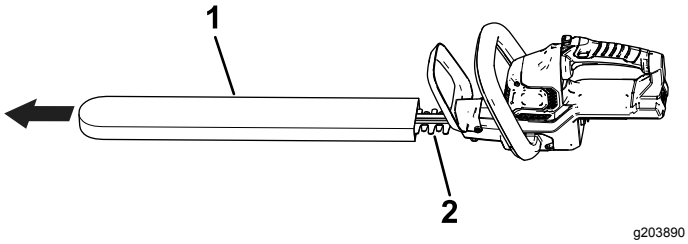

Figura 3
1. Retire la funda protectora de las cuchillas (Figura 3).